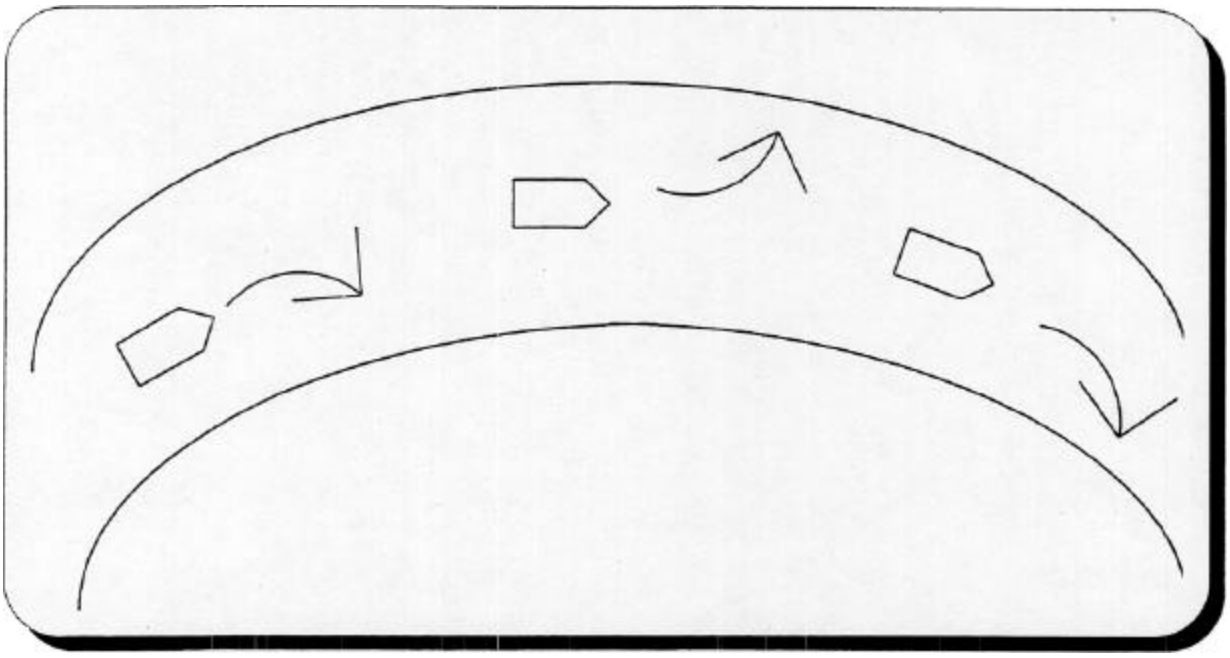
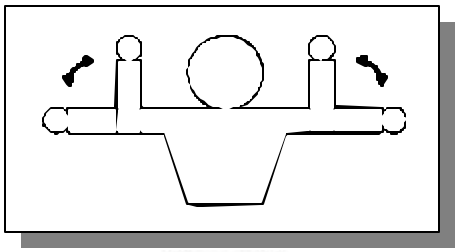

Figure 6
Figure 7
a. Herringbone - an arrangement of craft at left and right angles to the line of march used to establish security during an unscheduled halt (see figure 6). To execute the arm and hand signal extend the arms parallel to the ground. Bend the arms until the forearms are perpendicular. Repeat (see figure 7).